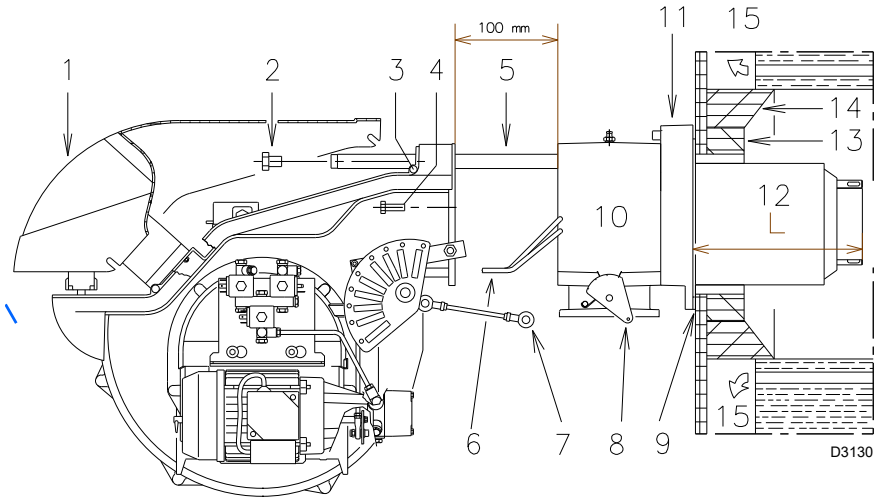

Fig. 15
Para calderas con paso de humos delantero 15)(Fig. 15) o con cámara de inversión de llama, colocar una protección de material refractario 13) entre el refractario de la caldera 14) y el tubo llama 12).
En calderas con frontal refrigerado por agua, no es necesario el revestimiento refractario 13)-14)(Fig. 15), salvo que lo indique expresamente el fabricante de la caldera.
Separar el cabezal de combustión del resto del quemador, Fig. 15:
- ➤ Desconectar los cables de los electrodos y a continuación extraer por completo el quemador de las guías. Fijar el manguito con la brida 11)(Fig. 15) a la placa de la caldera, interponiendo la junta aislante 9)(Fig. 15) que se suministra. Utilizar los 4 tornillos suministrados después de haber protegido su rosca con productos antiagarrotamiento.
Volver a montar el quemador en las guías 3)(Fig. 20) a unos 100 mm del manguito 4)(Fig. 20); véase quemador en la posición que se muestra en la Fig. 15.
Volver a conectar los tubos del gasóleo enroscando los dos racores 6)(Fig. 15).